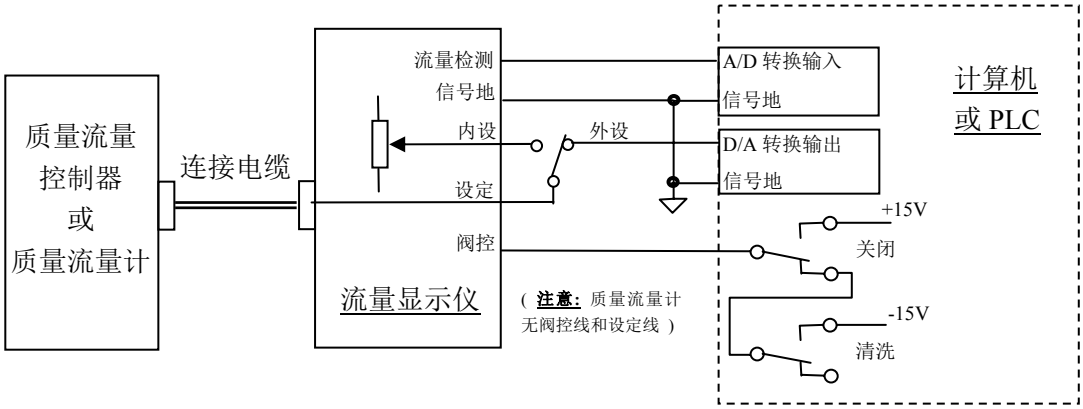

图 11. 通过流量显示仪与计算机的连接
a. 通过流量显示仪与计算机(或其它外部信号)的连接方法，见图 11。
参照图 1 和图 11，先将显示仪上的设定开关打到“外设”位，将阀控开关置于“阀控”位，再启动计算机程序进行工作。